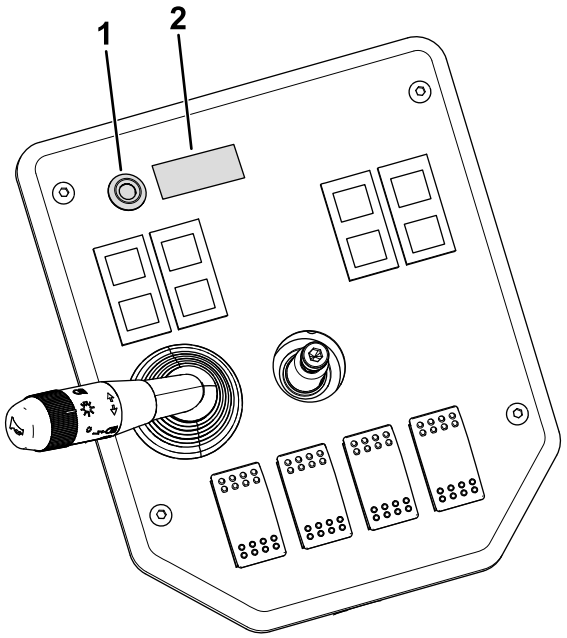

Figuur 14
4. Verwijder de plug, monteer de ledlamp en breng de hellingsensorsticker aan op het dashboard (Figuur 14).